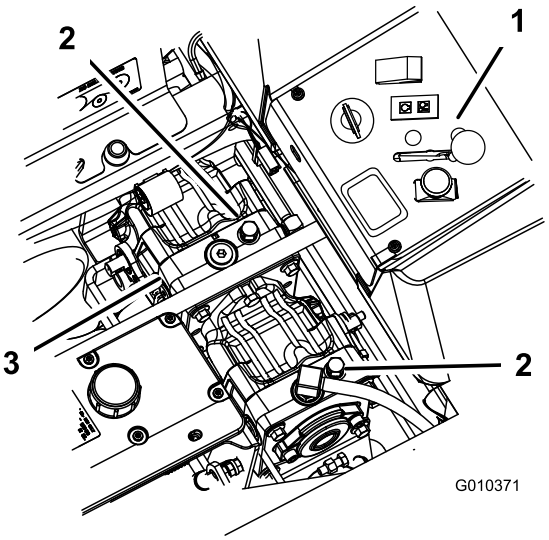

**Figur 31**
2. Drei omløpsventilene mot urviseren én omdreining. Dette gjør at hydraulikkvæsken kan gå utenom pumpen, og at hjulene kan rulle (Figur 31).
Drei omløpsventilene med klokken én gang for å bruke maskinen (Figur 31).